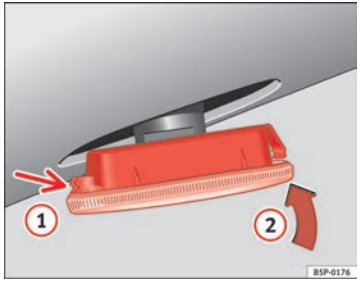

Fig. 223 Side indicator
– First place the indicator in the opening in the bodywork, fixing the tabs ⇒ fig. 223, arrow (1).
– Insert the bulb as shown by the arrow (2) ⇒ fig. 223. ■